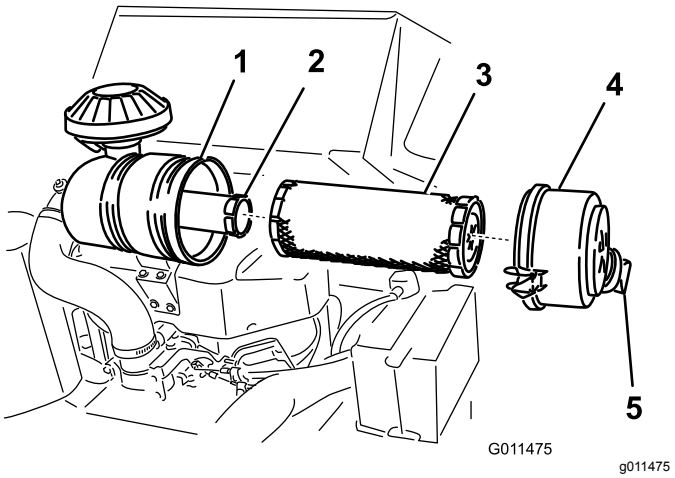

Figuur 33
3. Maak de sluitingen op het luchtfilter los en trek het luchtfilterdeksel van de luchtfilterbehuizing (Figuur 33).
1. Schuif het filter voorzichtig uit de luchtfilterbehuizing (Figuur 33). Zorg ervoor dat u niet met het filter tegen de zijkant van de luchtfilterbehuizing stoot.
4. Als u het veiligheidsfilter vervangt, schuif dan voorzichtig het nieuwe filter in de filterbehuizing (Figuur 33).
5. Schuif het voorfilter op het veiligheidsfilter (Figuur 33). Zorg ervoor dat het filter volledig vastzit door de buitenring van het filter tijdens de montage aan te drukken.